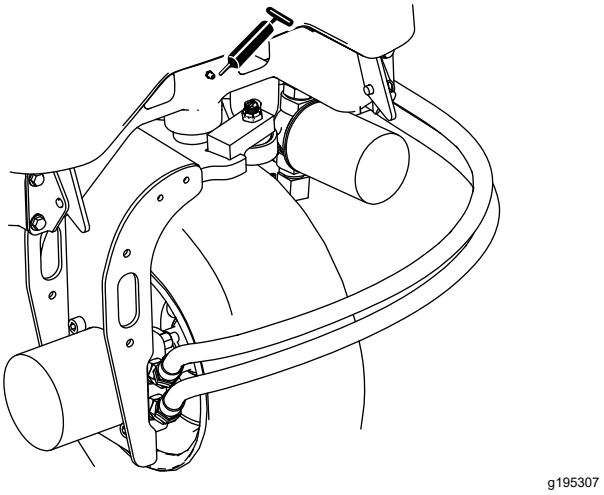

Figura 36
- Articulação da direção (Figura 36)